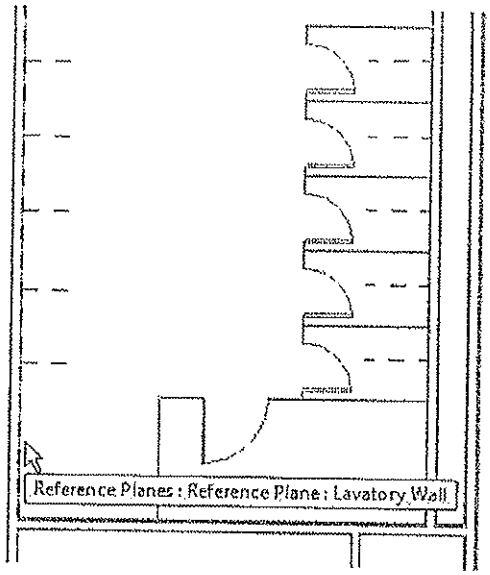

Figure 10–34
9. The reference planes display as shown in Figure 10–34.